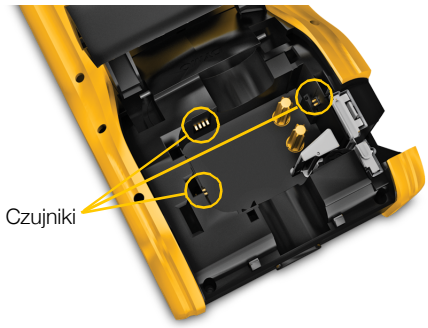

Rysunek 15
4. Używając gąbkowej strony przyrządu do czyszczenia, delikatnie wytrzeć czujniki wykonując ruchy w górę i w dół (a nie na boki). Lokalizacje czujników przedstawia Rysunek 15.